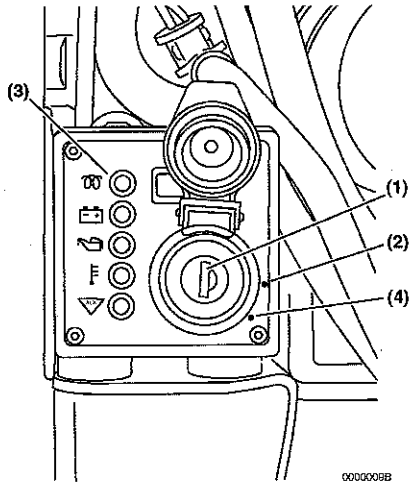
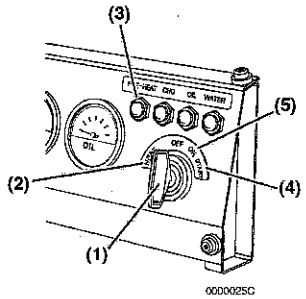

Figura 2
Figura 3
6. Inserire la chiave nell'interruttore a chiave **(Figura 2, (1))** o **(Figura 3, (1))**.
7. Ruotare la chiave in posizione ON (ACCESO) **(Figura 2, (2))** o in posizione HEAT (RISCALDAMENTO) **(Figura 3, (2))**. L'indicatore di preriscaldamento **(Figura 2, (3))** lampeggia per alcuni secondi, quindi si spegne. Dopo lo spegnimento dell'indicatore di preriscaldamento sarà possibile avviare il motore.
8. Ruotare la chiave in senso orario, in posizione START (AVVIAMENTO) **(Figura 2, (4))** o **(Figura 3, (4))**. Non appena il motore si avvia, rilasciare la chiave, che ritornerà alla posizione ON (ACCESO) **(Figura 2, (2))** o **(Figura 3, (5))**.